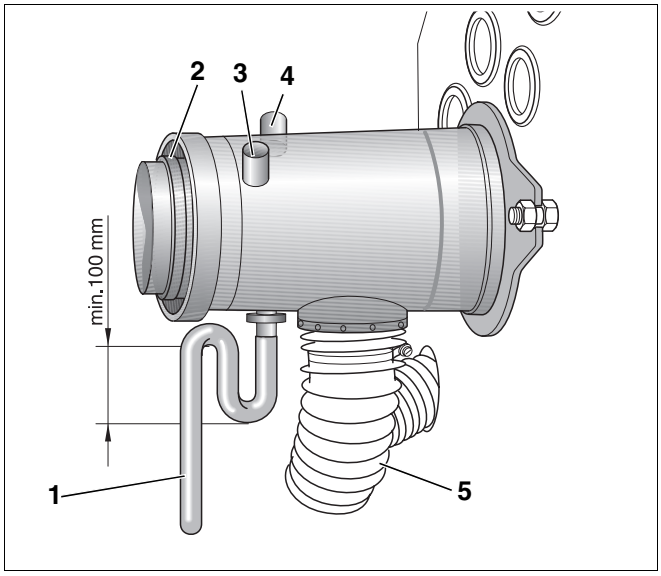
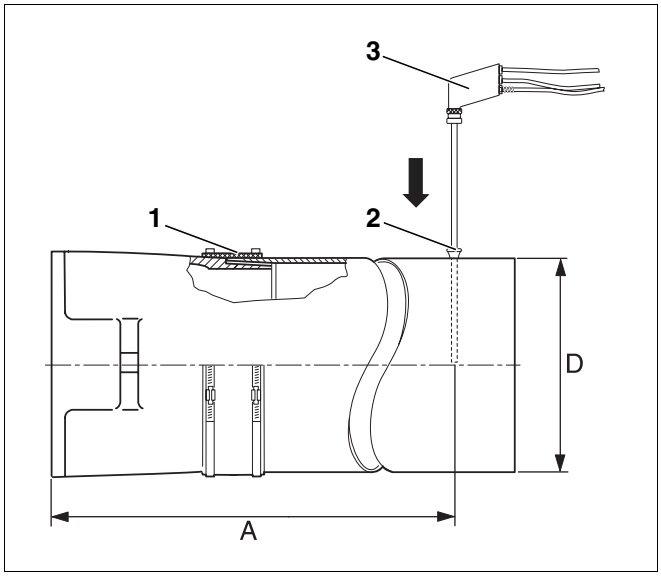

Afb. 21 Lucht-rookgas-aansluitstomp
Afb. 22 Meetwaarden opnemen
De metingen worden in principe in de rookgasleiding (afb. 22) of in de lucht-rookgas-aansluitstomp uitgevoerd (afb. 21).
De meetopening (mof; afb. 22, **pos. 2**) moet op een afstand "A" (ca. 2 × diameter rookgasleiding "D") van de rookgasaansluitstomp worden aangebracht (afb. 22). Wanneer de rookgasinstallatie direct na de verwarmingsketel met een bocht is aangesloten, moet voor de bocht worden gemeten.
We raden u aan om een afdichtmanchet te gebruiken voor de rookgasleiding (afb. 22, **pos. 1**).
- Dompel de meetsonde (afb. 22, **pos. 3**, pagina 22) tot in de kernstroom (midden van de rookgasleiding) van het rookgas (hoogste rookgastemperatuur).